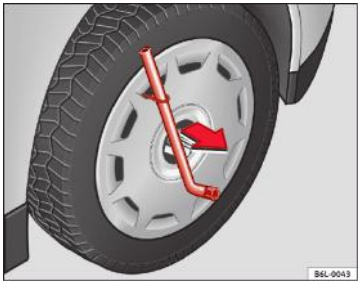

Fig. 144 Scoateți complet capacul de butuc
– Scoateți capacul roții cu ajutorul cârligului de sârmă ⇒ fig. 144.